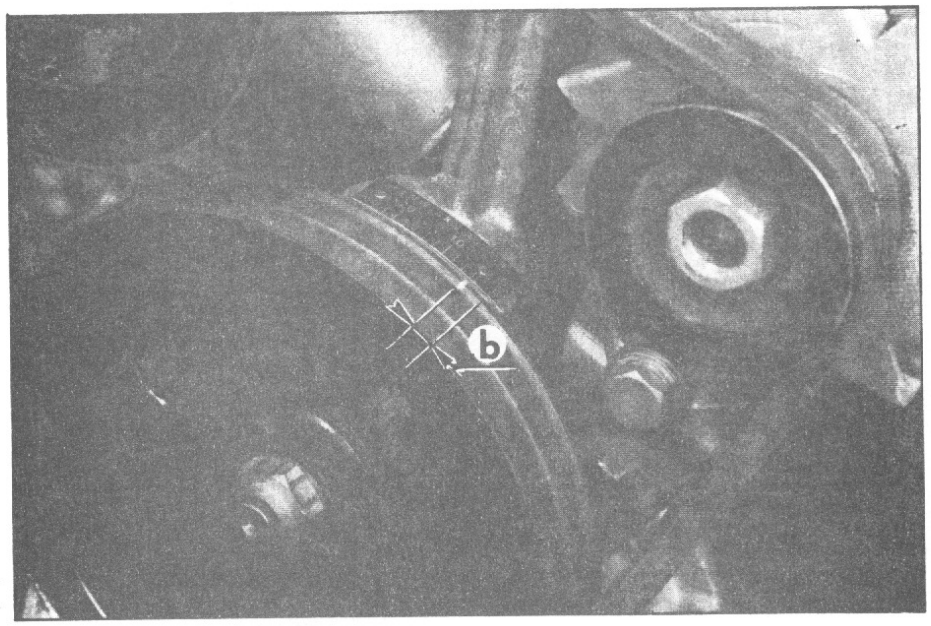

Abb. 4
Wenn der Motor mit 2000 U/min läuft, muss der Zündzeitpunkt 20° Kurbelwelle betragen, also um $20^{o} - 12^{o} = 8^{o}$ Kurbelwelle im Verhältnis zur ersten Markierung an der Keilriemenscheibe versetzt sein, (d. h. 4° Verteiler, Abb. 4).
- Die Markierung muss gegenüber des in Spalte C, S. 4, angegebenen Wertes stehenbleiben. (Jeder Teilstrich entspricht 2° Zündverteiler : S. Bild 4, S. 3).